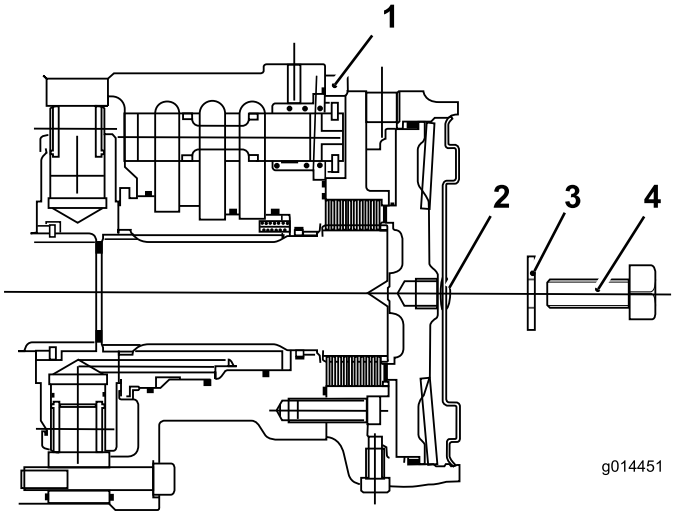

Figuur 54
C. Plaats de zeskantige plug in de zijkant van de motor (Figuur 54).